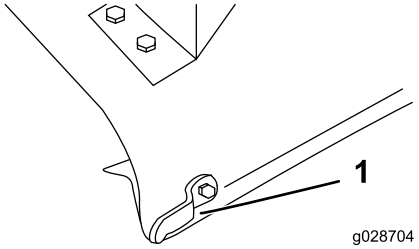

図 7
1. デフレクタストップの中央に直径 9mm の穴を一つ開ける 図 7。